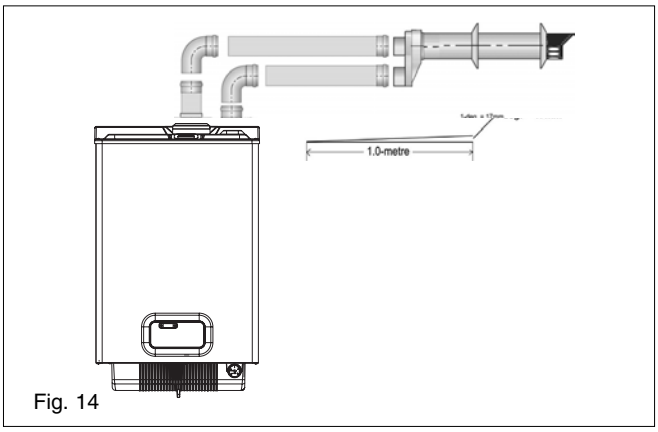

Fig. 14
4.5.3.2 HORIZONTAL TERMINATION (fig. 14)
The appliance is supplied with a fixing jig that includes service valves (fig. 14). The service valves are of the compression type. The accessories pack contains sealing washers etc., for use with the service valves.